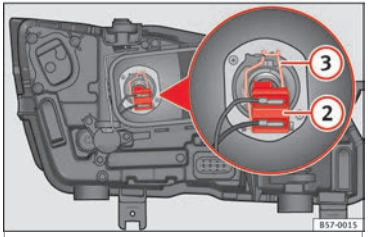

Fig. 106 In the engine compartment: dipped beam headlight.
3. Remove connector ››› **Fig. 106** (2) from the bulb.
4. Unclip the retainer spring ››› **Fig. 106** (3) pressing clockwise and inwards.